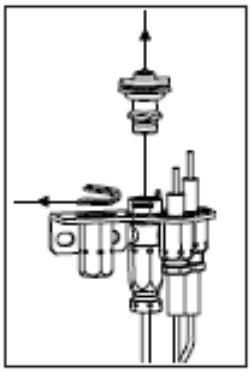

fig. 1
3. Le capuchon de la veilleuse est retenu en place par un ressort. Enlevez d'abord le ressort, puis enlevez le capuchon de la veilleuse en le tirant vers le haut. (fig. 1).